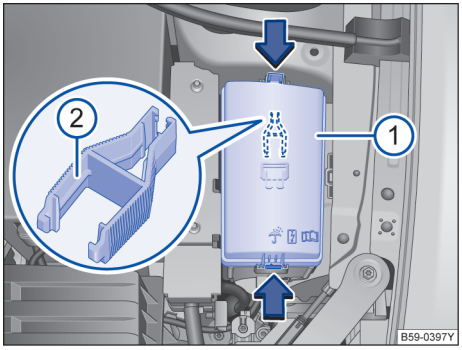

图 194 发动机舱内：保险丝盒盖板
– 沿箭头方向按压锁止按钮，以便将保险丝盒的盖板→图 194 解锁。
用来拔出保险丝的塑料夹钳→图 194 ② 位于发动机舱保险丝盒盖板的内侧。